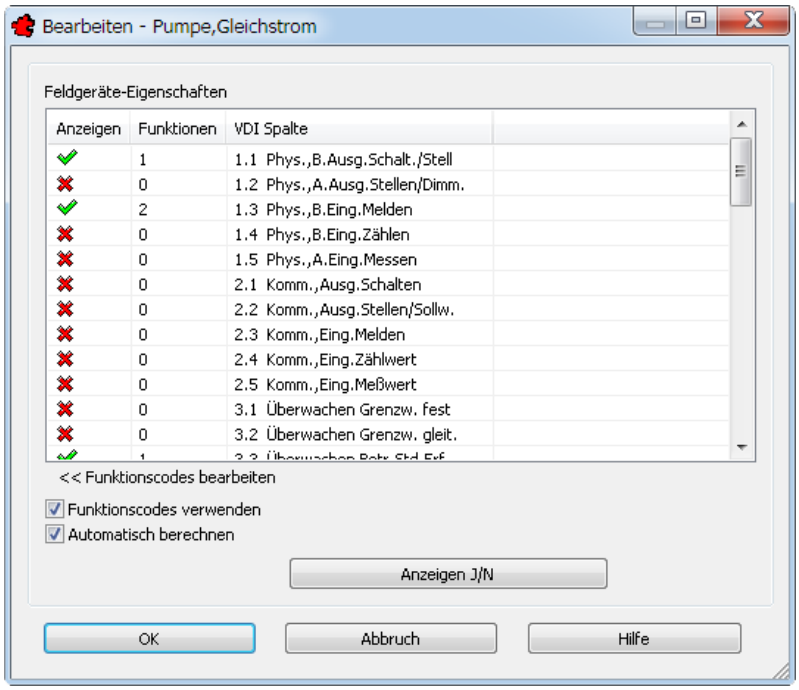

Bild 29.13 – Bearbeiten der Funktionscodes eines Gerätes
- indem Sie auf die Schaltfläche *Voreinstellungen ändern* klicken. Hierauf erscheint die Dialogbox *Bearbeiten <Gerätename>* (Abb. 29.13).